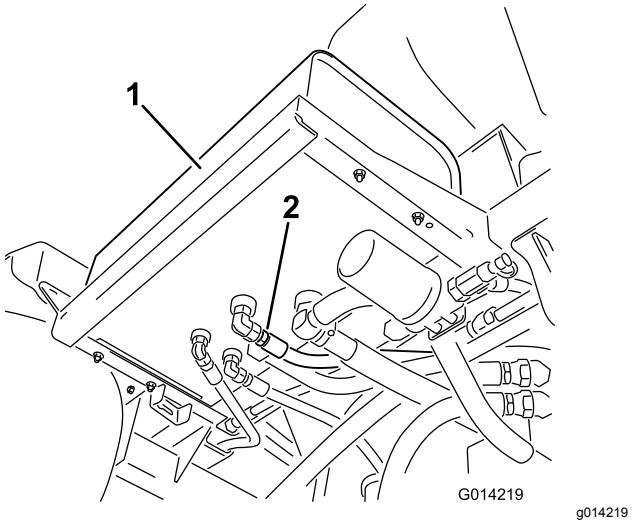

Figur 93
2. Rengør området omkring en hydraulisk slangefitting på bunden af hydraulikvæsketanken (Figur 93).
4. Fjern slangefittingen fra tanken, og lad olien løbe ned i bakken (Figur 93).